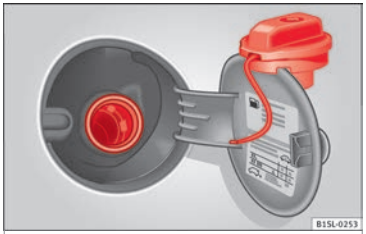

Fig. 39 Open fuel tank flap with tank cap in the holder
- Take out the fuel tank plug by turning it in an anticlockwise direction and rest it on the upper part of the fuel tank flap ››› **Fig. 39**.